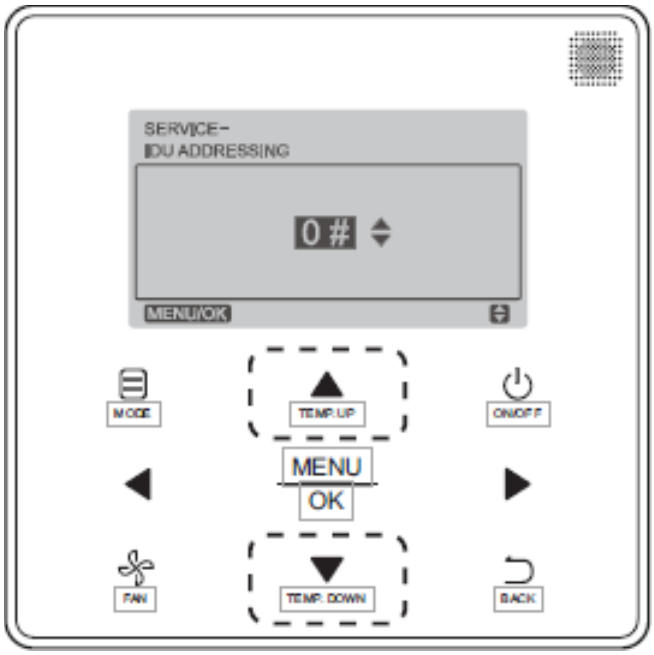

Fig. 27 — Programmable Controller (40VM900003) Setting IDU Address
3. Press **TEMP.UP** or **TEMP.DOWN** to choose the address you want to set, see Fig. 27. Press **MENU/OK** to send this address to the IDU.